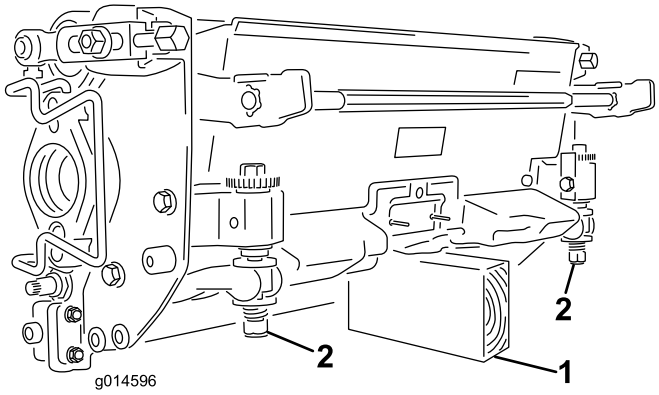

**Figur 9**
**Viktig: Når klippeenheten må vippes rundt for å vise motstålet/spolen, støtt opp bakdelen for å sikre at mutrene på bakdelen av motstålets justeringsskruer ikke hviler på arbeidsflaten (Figur 9).**